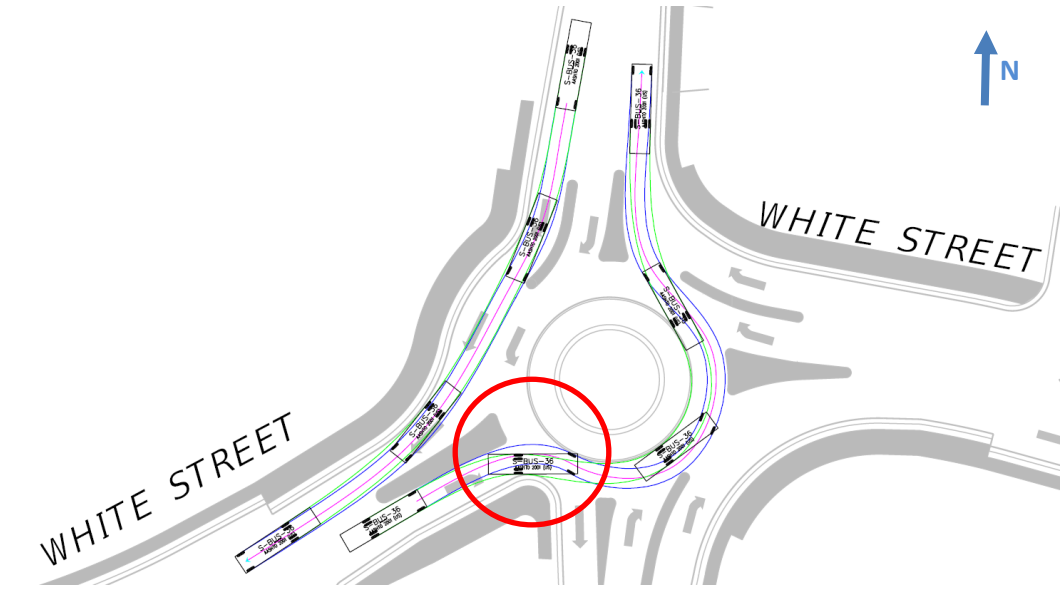

Figure 14. School Bus Movements at Roundabout 2
- As shown in Figure 14, the eastbound White Street movements do not permit a school bus to enter and circulate around the roundabout without the provision of 1-2 feet of shy distance between the edge of the tire and the face of curb. This can be addressed by adjusting the curb lines and/or increasing the ICD.